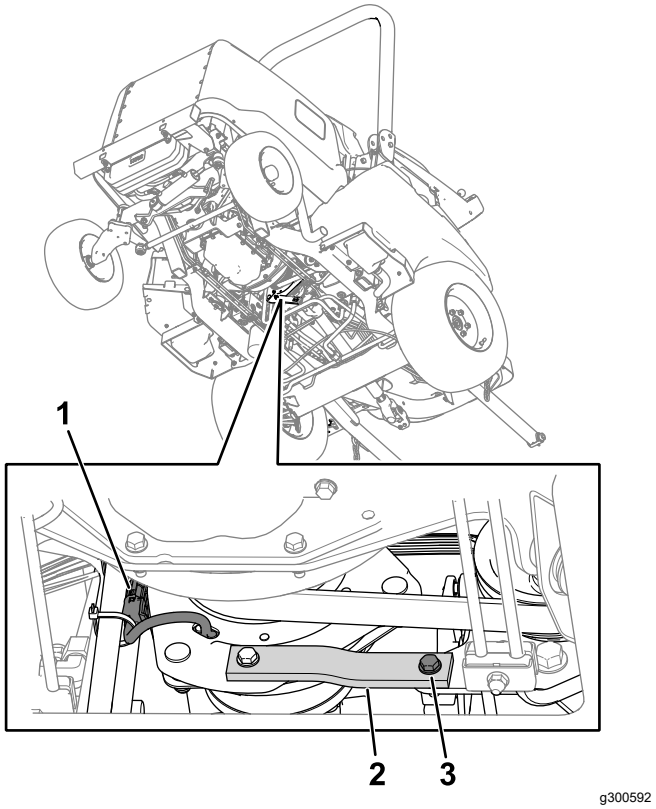

Figuur 75
2. Koppel de connector van de kabelboom van de koppeling los van de machinekabelboom (Figuur 75).
3. Verwijder de bout, ring en moer van de metalen en rubberen banden (Figuur 75) op het frame.